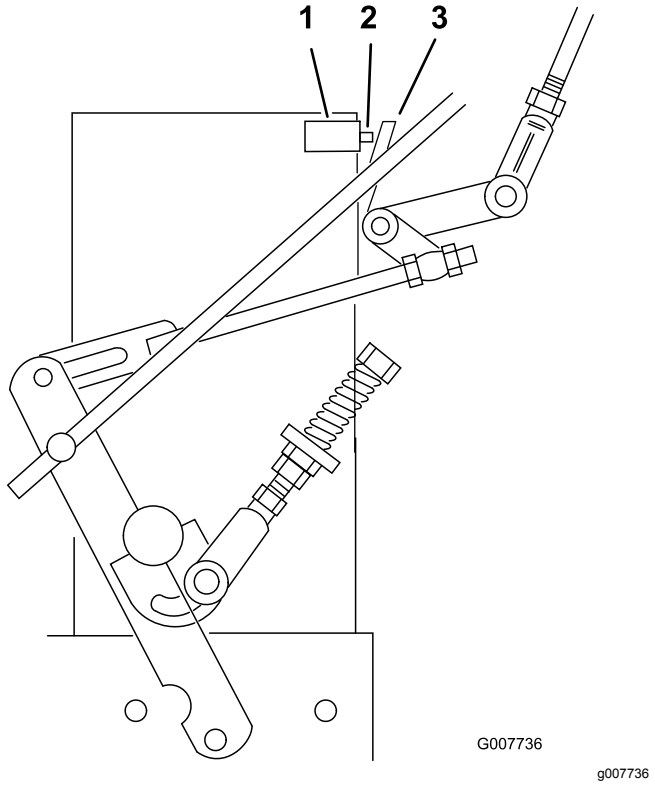

Figur 33
7. Kontrollera att säkerhetsbrytaren är intryckt och att det är ett mellanrum på 8 mm mellan omställartungan och brytaren (Figur 33).
8. Justera vid behov brytarens placering för att skapa ett mellanrum på 8 mm (Figur 33).